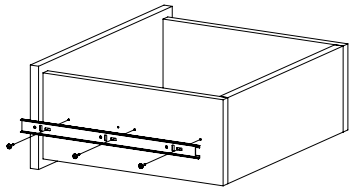

Рис.9
7. Закрепить внутренние планки направляющих к деталям 12 и 13 шурупами 3,5х16 (Рис. 9).